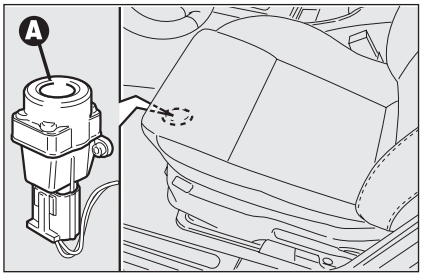

fig. 61 A0E0221m
Para reactivar el interruptor de bloqueo del combustible, pulse la tecla **A-fig. 61**.
- ❒ pulse la tecla **A-fig. 61** para reactivar el interruptor de bloqueo del combustible;